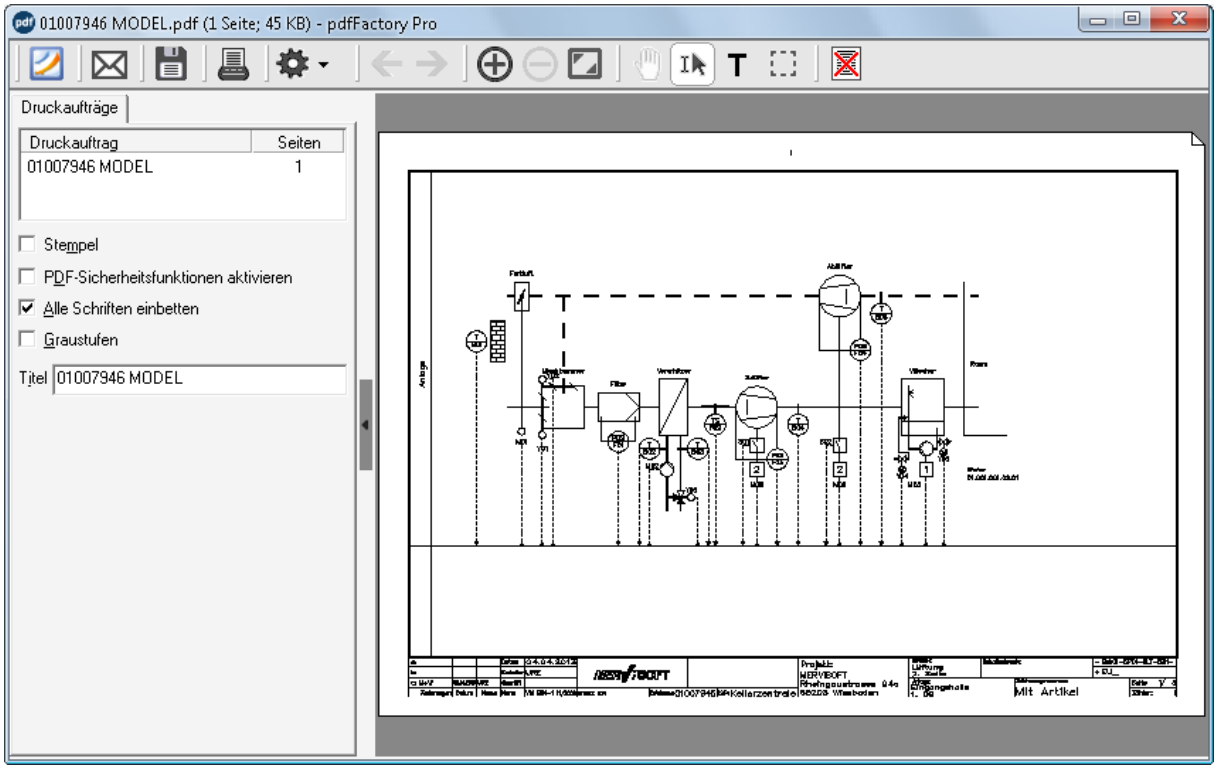

Bild 15.9 – *pdfFactory:* Eine Seite oder alle zusammen in ein PDF drucken
- Klicken Sie nun auf *Übernehmen* oder *Drucken*. In beiden Fällen werden die Einstellungen gespeichert. Im ersteren Falle blendet *pdfFactory* ein Vorschaufenster mit der aktuellen Zeichnung ein (Abb. 15.9).